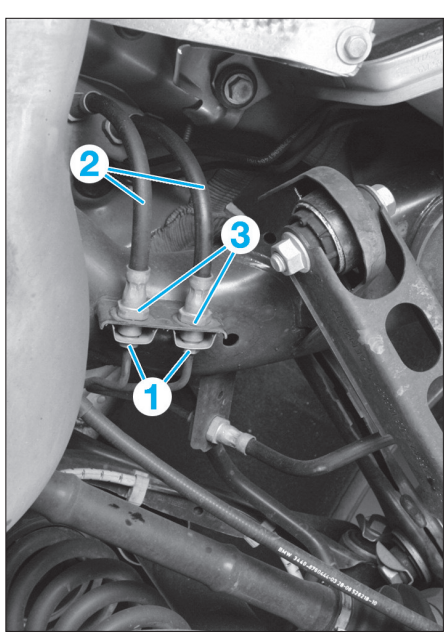

Fig. 59
• Déposer les vis creuses (1) en bloquant les flexibles de frein (2) au niveau des 4 pans (3) **(Fig.59)**.
• Retirer les flexibles de frein (2) et les obturer par des bouchons.